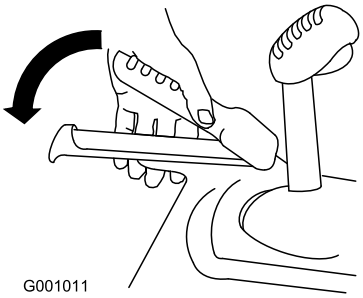

Рисунок 29
1. Для включения привода тяги прижмите левый рычаг (тяги) к рукоятке (Рисунок 29).